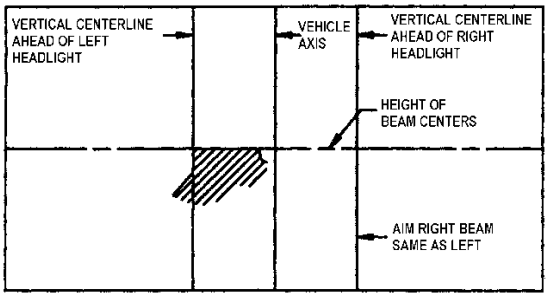

**FIGURE 104: LOWER BEAM HIGH-INTENSITY ZONE PROPER LOCATION ON SCREEN**
4. High beam headlamps are aimed so that the center of the high-intensity zone is located at the horizontal and straight ahead vertically (Figure 104).